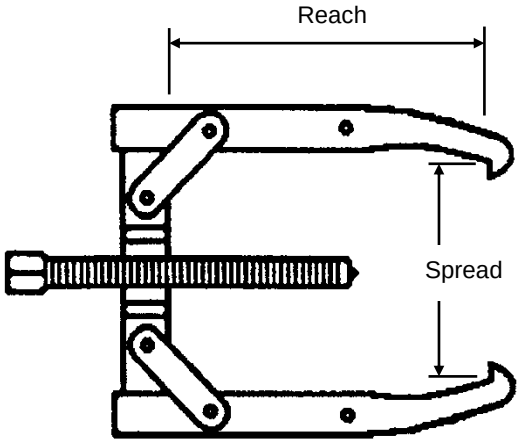

FIG 7.
A. The distance between the jaws of a screw puller when it is spread open is called the **spread**. The distance from the bottom of the body to the inside of the jaw is called the **reach**. (Fig 7)